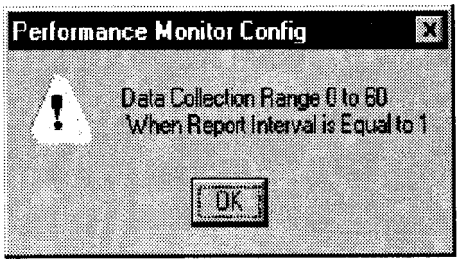

FIGURE 4-68. DP PERFORMANCE REPORT DATA COLLECTION INTERVAL OUT OF RANGE WITH REPORT INTERVAL EQUAL TO 1 WINDOW
(4) DP Performance Report Data Collection Interval Out of Range with Report Interval Equal to 1 (Figure 4-68).